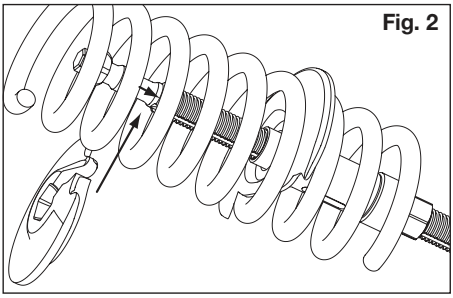

Fig. 2
- Avvolgere la piastra di compressione superiore ④ sull'albero filettato **Fig. 2**.